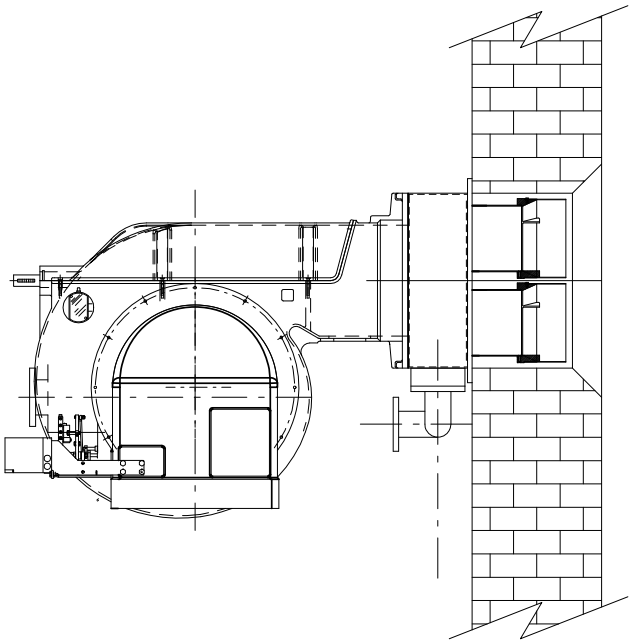

Рис. 6
4). закрепить ее с помощью гаек , наворачиваемых на установочные штифты котла, согласно схеме на Рис. 6.